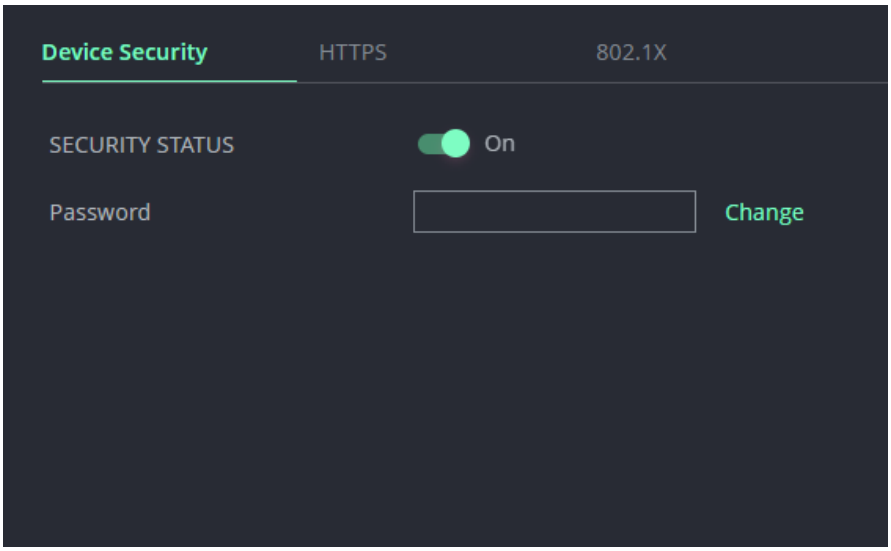

Figure 28: Security – Device Security Tab
1. Go to the Security >Device Security (Figure 28).).
1. Go to the Security page (Figure 28).
1. In the Navigation pane, click **Security**. The Device Security tab appears (Figure 28).